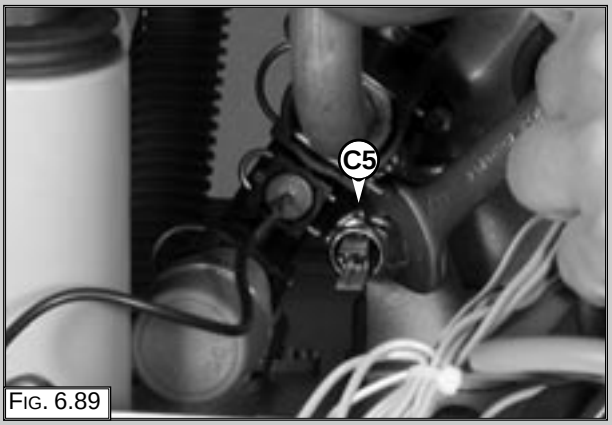

Fig. 6.89
2. Unscrew and remove the D.H.W. temperature probe “C5” (Fig. 6.89).